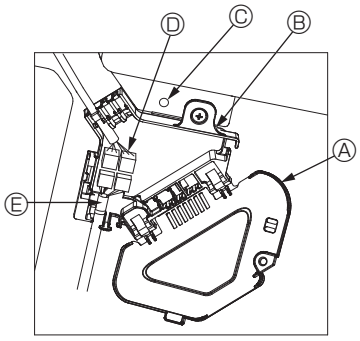

Fig. 10-8
① Retire el tornillo que sujeta la cubierta de la caja de conexión, y luego abra la cubierta.
② Conecte firmemente el conector del cable de enlace del motor de los deflectores y el conector del cable de dicho motor en la caja de conexión. (Fig. 10-8)